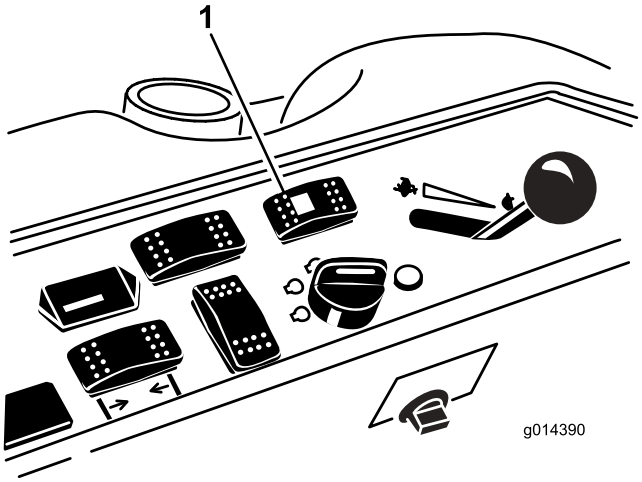

Figur 52
1. Tryk styringsvælgerknappen bagud til den bageste position (firehjulsstyring) (Figur 52).